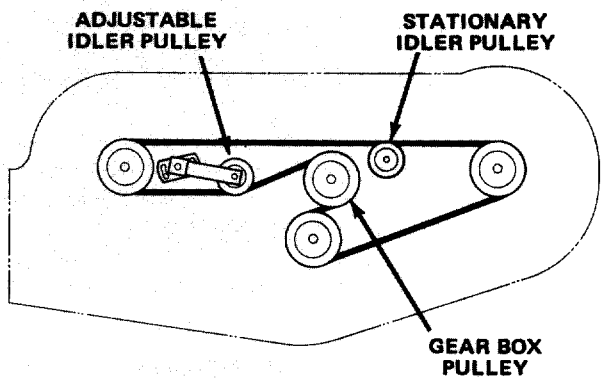

Figure 34
5. Install new belt around gear box pulley, spindle pulleys and idler pulley (Fig. 34.